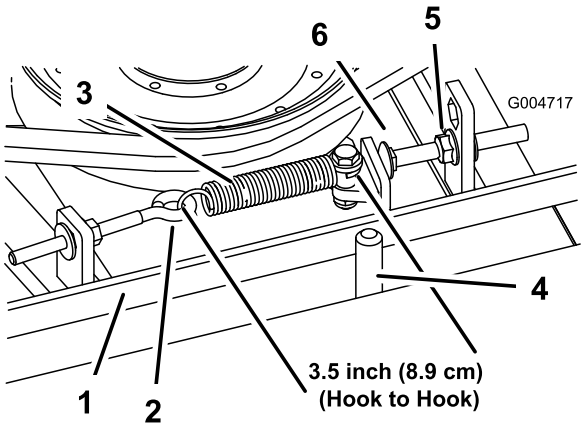

Figur 69
Ved korrekt tilspænding skal det indvendige mål på forlængerfjederen (krog til krog) være ca. 8,3 cm til 9,5 cm. Når der er opnået korrekt fjedertilspænding, skal stopbolten (bræddebolten) justeres, indtil der er ca. 2 til 5 mm mellemrum mellem boltens hoved og styrearmen (Figur 69).
Bemærk: Sørg for, at remmen er placeret på fjedersiden af remstyret (Figur 69).
2. Løsn øjebolten, så forlængerfjederen kan fjernes (Figur 69).
3. Løsn den flangemøtrik, som fastholder stopbolten på monteringstappen, og flyt styreremskiven væk fra remmen for at løsne remspændingen (Figur 69).
9. Sæt forlængerfjederen (Figur 69) på øjebolten, og spænd remmen som følger: